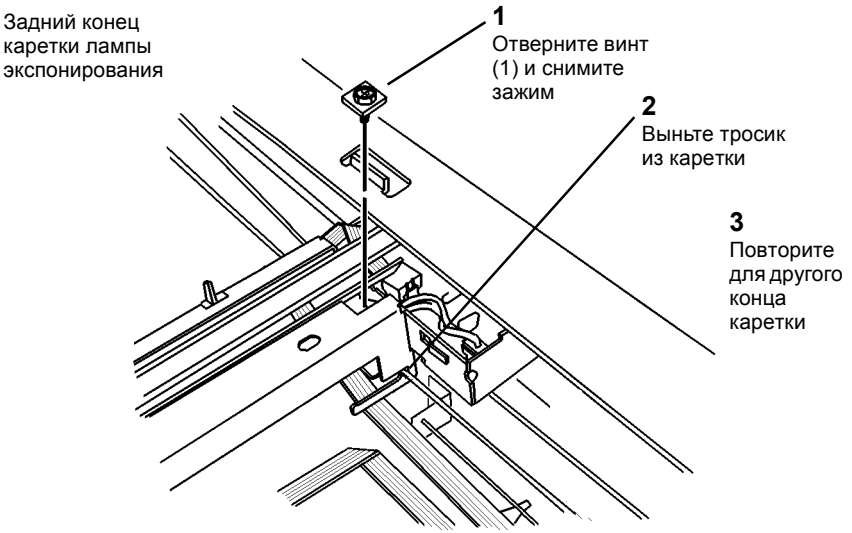

Рисунок 2 Снятие тросиков каретки лампы экспонирования
5. Снимите тросики с каретки лампы экспонирования (Рисунок 2).